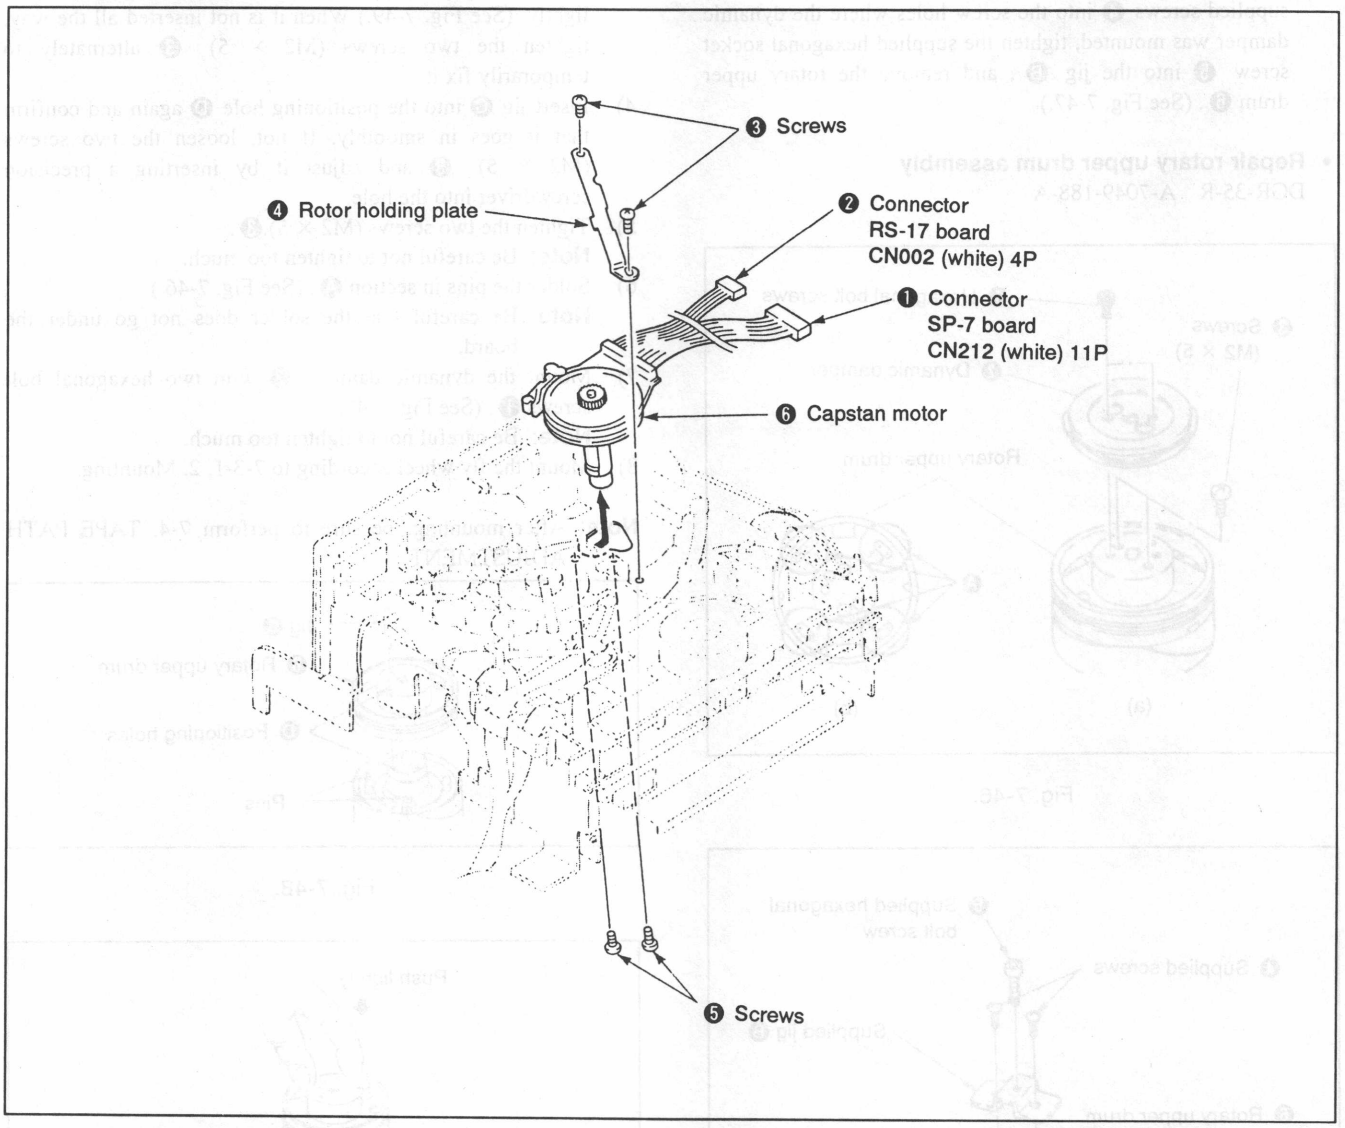

Fig. 7-45.
2) Push mode arm ⓴ in the direction of the arrow, and mount the M slider ⓮, noting the positioning of the other parts in Fig. 7-45, and fix the stopper washer ⓳.
1. Removal (See Fig. 7-45.)
2. Mounting (See Fig. 7-45.)